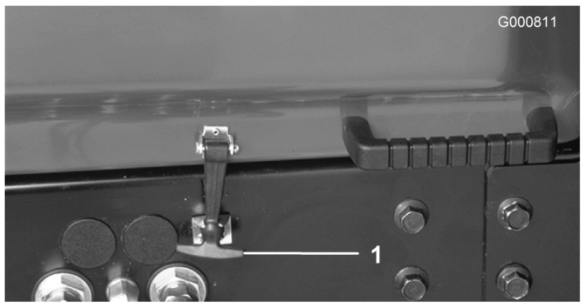

Figur 16
1. Parker maskinen på en plan flade. Lås motorhjelmens lås op, og løft motorhjelmen (Figur 16).